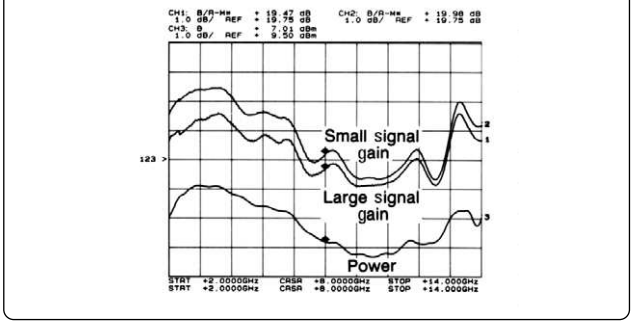

Figure 6. Example swept frequency gain compression measurement using the Alternate Sweep mode. The large signal gain trace shows amplifier gain compression.
Swept gain compression measurements can be made using the Alternate Sweep feature of the 8757 and the 8350 to alternate between two instrument states at different power levels (see Figure 6). Both small signal gain and large signal gain can be viewed in real time. The difference between traces is due to compression. The source power can be adjusted so that 1–dB compression occurs at any desired frequency, and then the power out, P_{1dB}, can be measured with a separate channel.
6. Press **[CHANNEL 1]**, then increase the source power level on the present state by pressing **[POWER LEVEL]** and turning the knob. As the amplifier satu rates, the channel 1 trace will fall Figure 6 shows an example.
7. In this configuration, power can be measured on channel 3. Press **[CHANNEL 1]**, then select **[CHANNEL 3]**. Press **[MEAS]** and select [B] to display the amplifier output power in compression or [R] to display the input power to cause compression. Since channels 1 and 3 are alternated with channels 2 and 4, channel 3 in this configuration will display the large signal output power (see Figure 6).